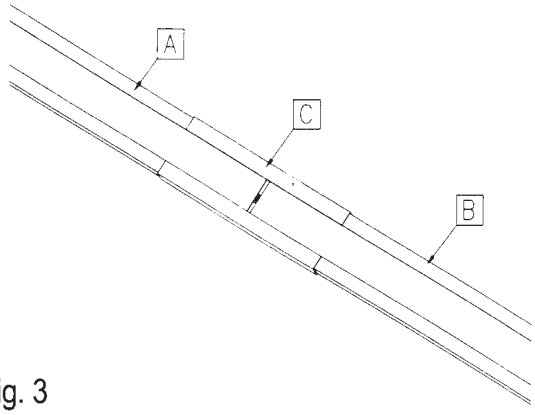

Fig. 3
- Empalme las guías A-B mediante el perfil de unión C (fig. 3).